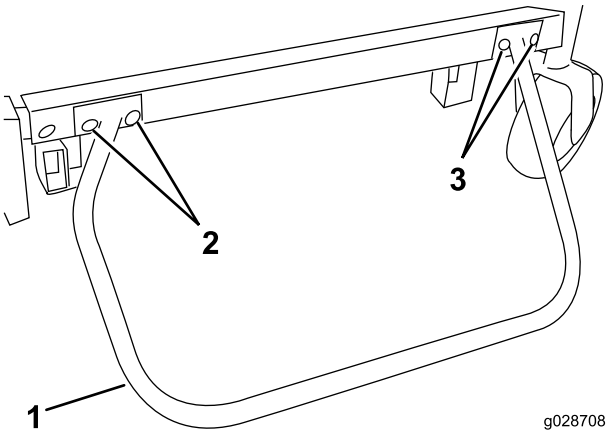

Figura 17
2. Sul lato destro del telaio portante, togliete le 2 viti a testa cilindrica anteriori (1/2-13 x 1-1/2 poll.) che fissano il telaio portante al braccio di sollevamento (Figura 17).
4. Montate il paraurti e fissatelo con 2 viti a testa cilindrica (1/2-13 x 1-1/2 poll.) nel collegamento del braccio di sollevamento/telaio portante e 2 viti a testa cilindrica (3/8-16 x 1 poll.) e 2 dadi di bloccaggio flangiati (3/8 poll. - 16) nella posizione della staffa anteriore. Serrate le viti a testa cilindrica (1/2-13 x 1-1/2 poll.) a 95-108 Nm (Figura 17).